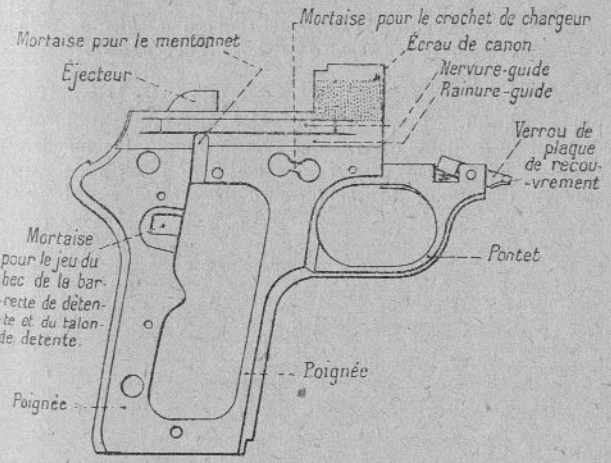

Fig. 3. — Carcasse.
31. Carcasse (fig. 3) : la *poignée;* le *pontet*, avec le *logement du verrou de plaque de recouvrement;* l'*écrou de canon* (portant un trait de repère pour le montage); le *logement de*